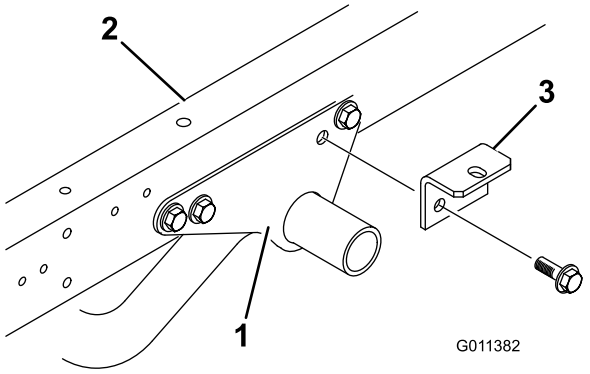

Figur 5
1. Fjern (2) flenshodeskruer og flenslåsemutre som fester bakdelen av hver monteringsbrakett for motorrammen til hver side av kjøretøysrammen (Figur 5).
2. Fest en tilbehørsbrakett løst på hver monteringsbrakett for motorrammen og kjøretøyrammen med (2) flenshodeskruer og flenslåsemutre som ble fjernet tidligere (Figur 5).